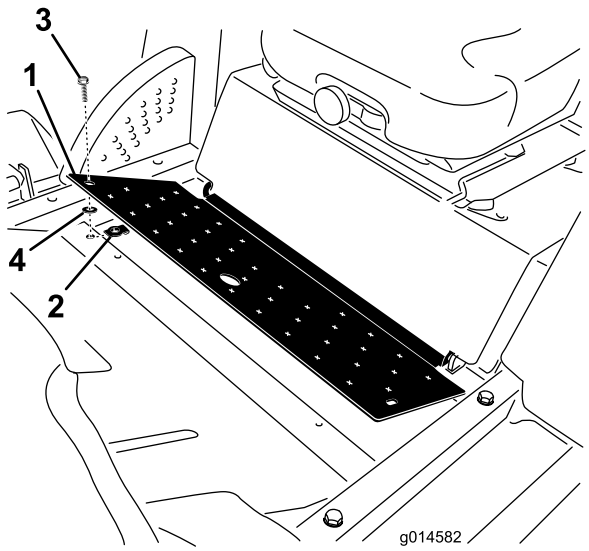

Figuur 3
2. Plaats een bevestigingsmoer aan de opening in het frame onder de rechtervoorhoek van de bodemplaat (Figuur 3).